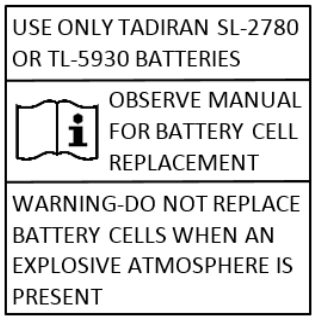

图 5-1：电池组警告标签
- 采用可更换电池设计。包含图 5-1 所示的标签。不得拆开没有此标签的电池组。